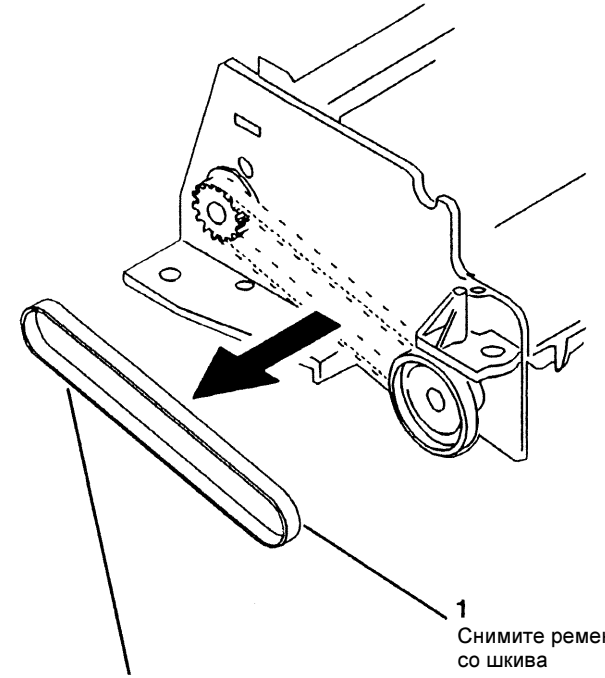

Рисунок 4 Снятие ремня привода вывода
4. (Рисунок 4): Снимите ремень привода вывода.